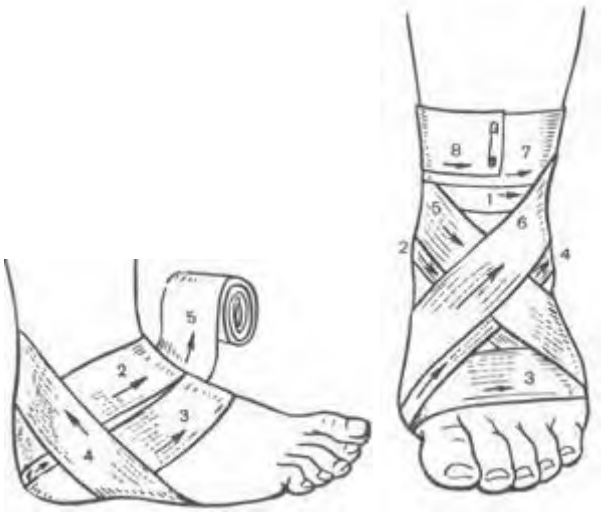

Рис. 12 Рис. 13
Повязку на область пятки (рис. 12) накладывают первым ходом бинта через наиболее выступающую ее часть (1), далее поочередно выше (2) и ниже (3) первого хода бинта, а для ее фиксации делают косые (4) и восьмиобразные (5) ходы бинта.